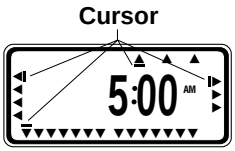

Abb. 4: LCD-Anzeige mit Abbildung der Cursor
- Beim Programmieren erscheint ein Cursor unter dem Pfeil für das Jahr, den Monat und das Datum **[siehe Abb. 4]**.